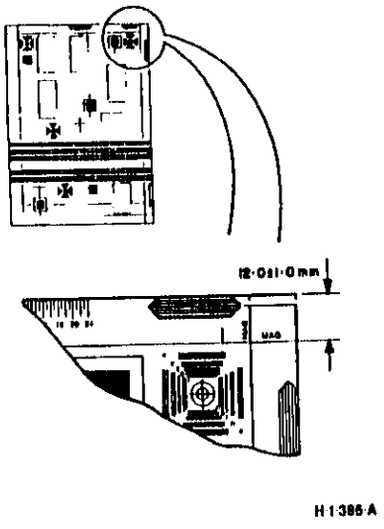

Рисунок 1. Технические требования к регистрации верхней кромки
2. Аккуратно положите тест-лист 82E2010 на стекло оригинала. Изготовьте восемь копий в масштабе 1:2 Две первые копии не используйте. Проверьте, что остальные шесть копий соответствуют техническим требованиям (см. рисунок 1).